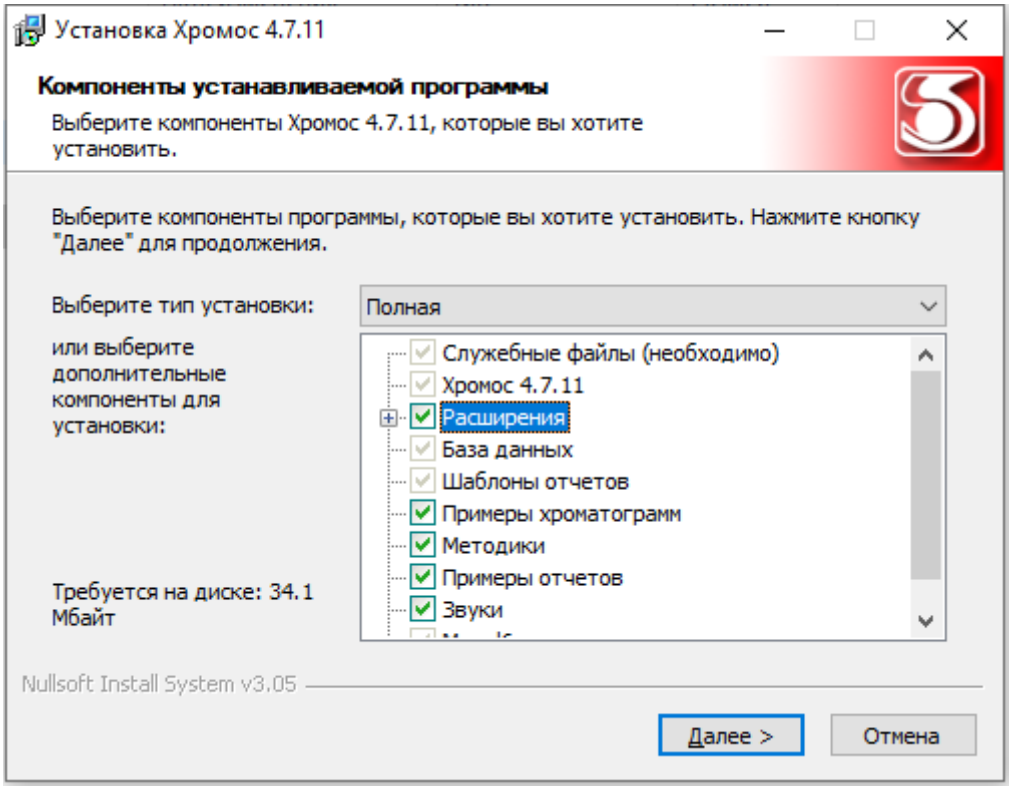

Рис. 1: Выбор компонентов устанавливаемой системы
3. Выберите устанавливаемые компоненты. По умолчанию выбрана полная установка (Рис. 1).